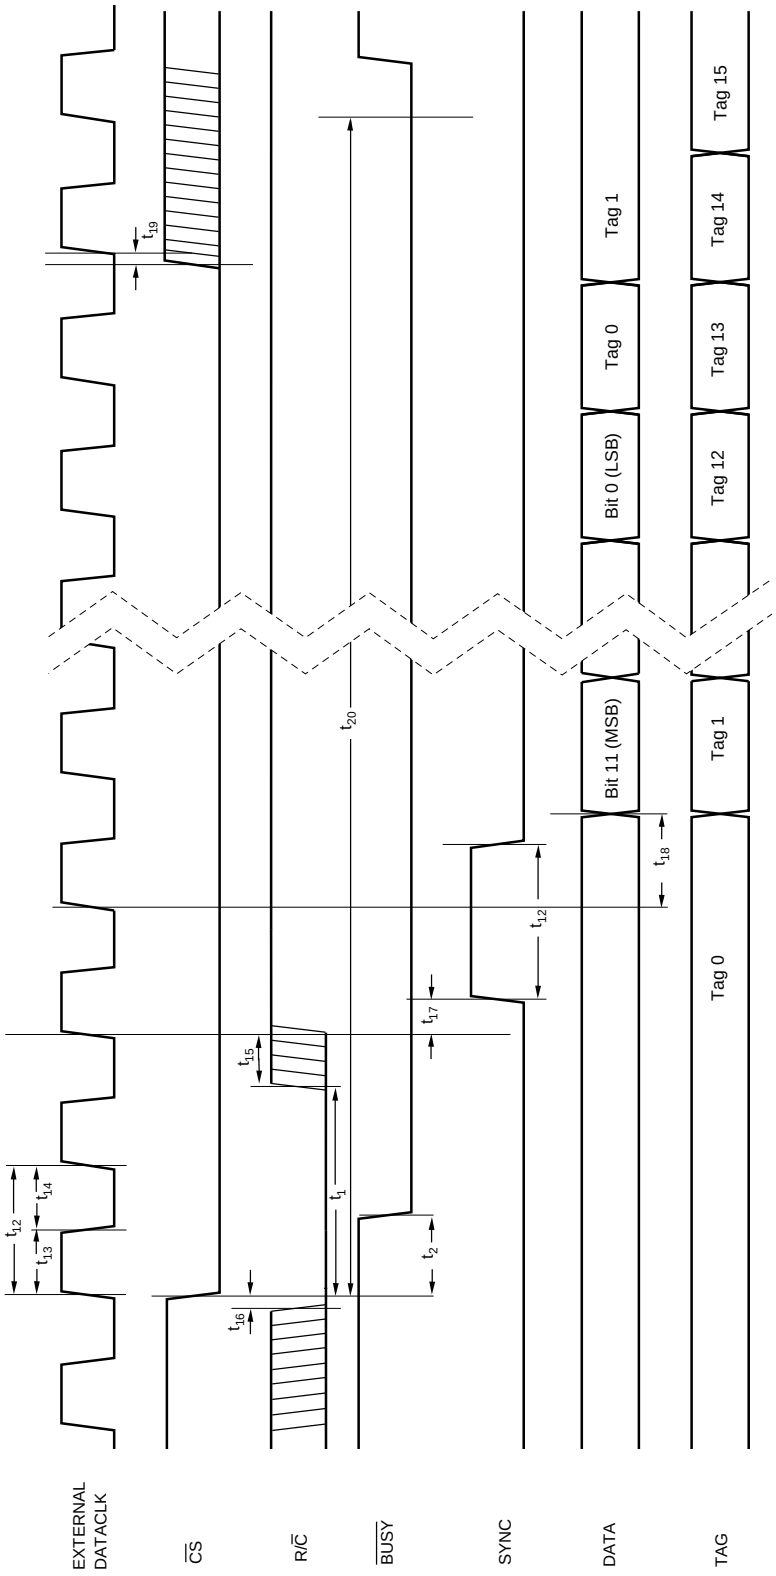

FIGURE 3b. Conversion and Read Timing with External Clock. (EXT/$\overline{\text{INT}}$ Tied HIGH.) Read During Conversion (Previous Conversion Results).
NOTE: (1) See Figure 3b for constraints on previous data valid during conversion.